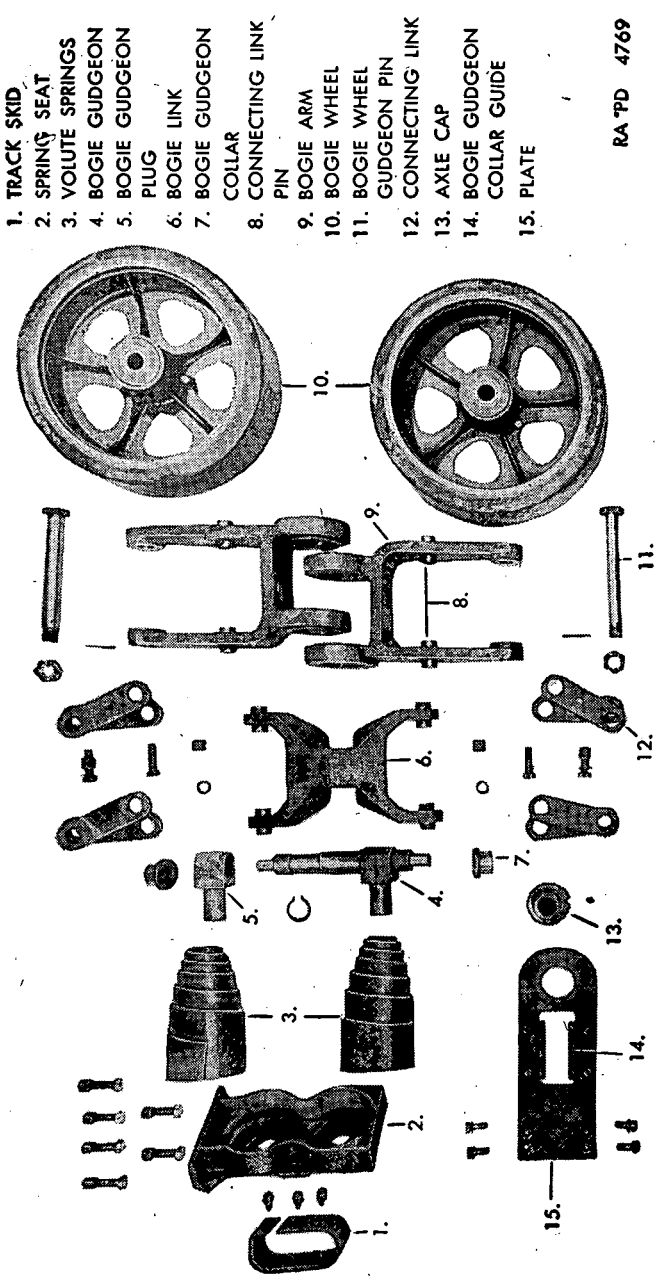

FIGURE 74.—Parts of bogie assembly.
d. Disassembly of bogie (fig. 74).—When failure of any of the bogie components makes replacement necessary or when it is desirable to check components for wear, disassemble the bogie using the following procedure: